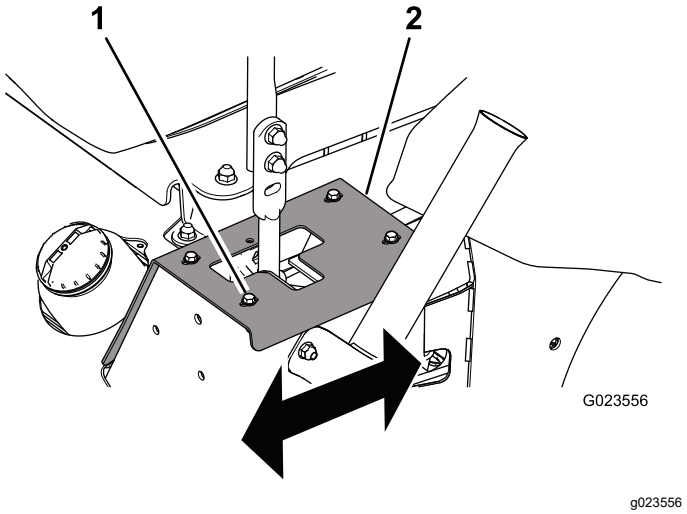

Figuur 54
- Als de machine een afwijking naar rechts heeft, draai dan de bouten los en zet de linker aanslagplaat naar achteren tot de machine recht rijdt (Figuur 54).
- Als de machine een afwijking naar links heeft, draai dan de bouten los en zet de rechter aanslagplaat naar achteren tot de machine recht rijdt (Figuur 54).
1. Bout (4)
3. Draai de bouten vast om de aanslagplaat te borgen (Figuur 54).